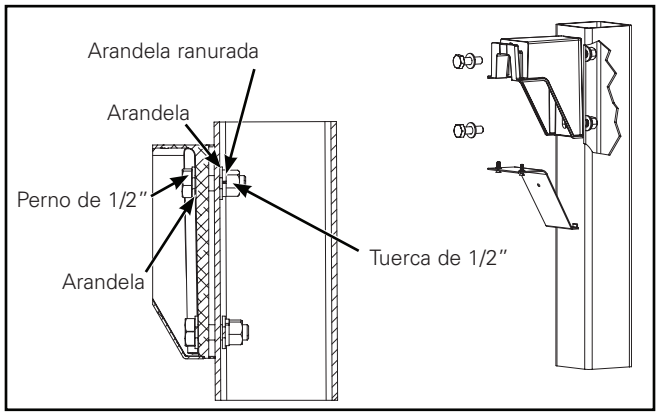

Figura 2.
2. Monte el brazo sobre el poste redondo o cuadrado con los pernos de 1/2" x 1-3/4" y las tuercas incluidos como se indica. Ajuste los pernos con un torque de 40 pies-lb. (55 Nm). (Figura 2.)